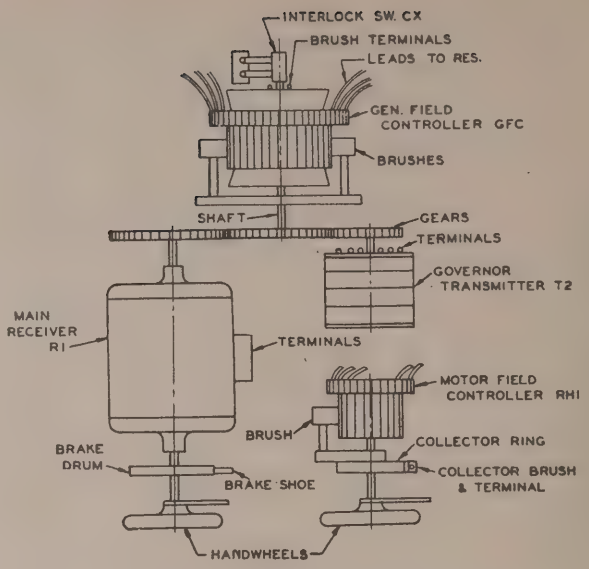
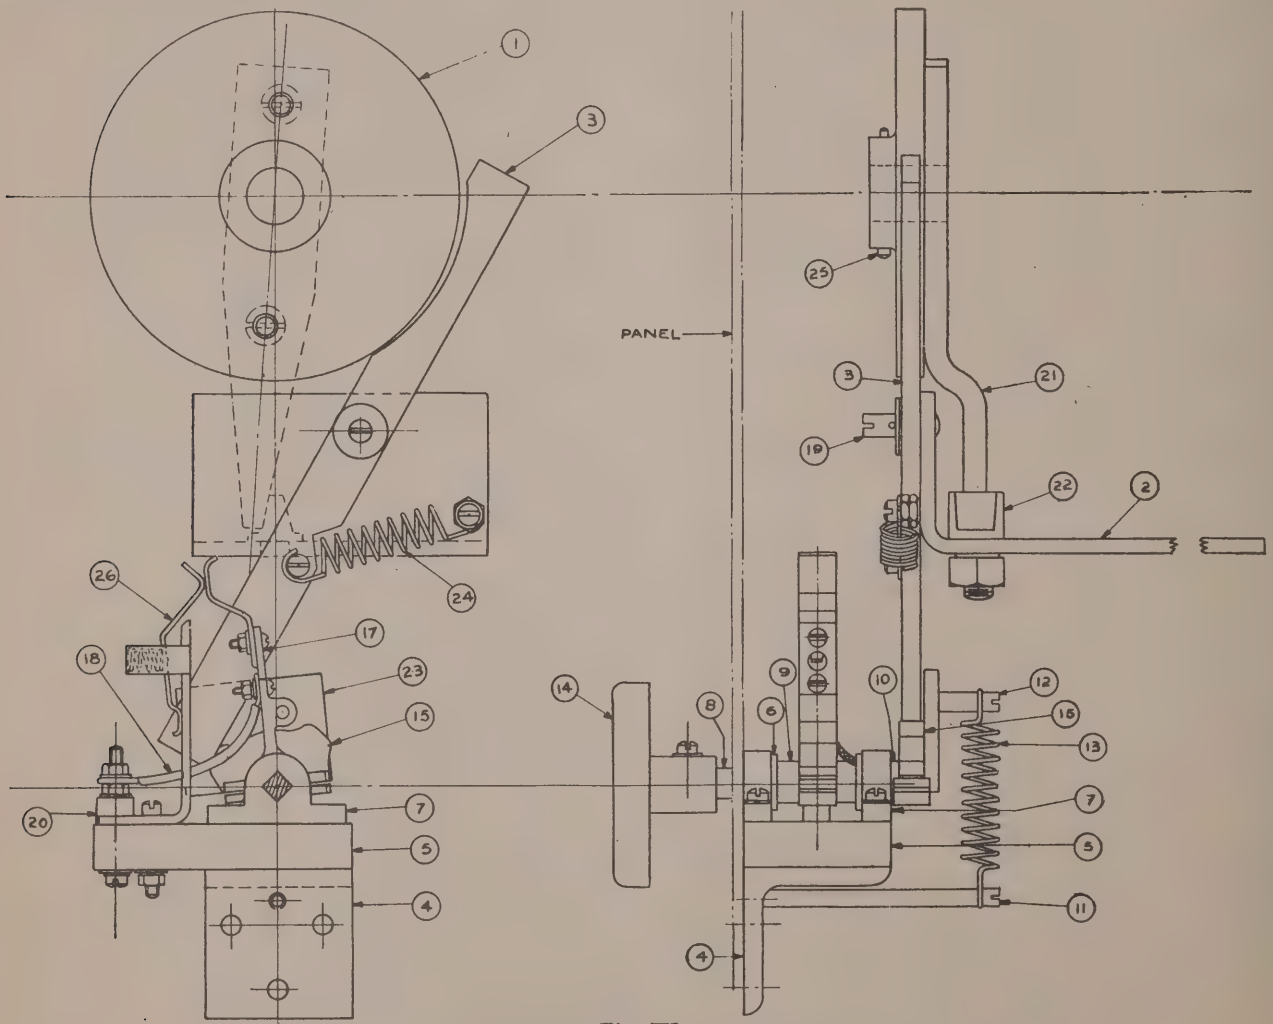

Fig. 3X
Fig. 7X
On the front of the panel near the top are two handwheels (7) and (8). Handwheel (8) operates the motor field controller which is described under sub-section, "Motor Field Controller." Handwheel (7) operates the speed controller which consists of the generator field controller and the transmitter for the engine governor receivers. Referring to Fig. 3X, the main receiver, for remote control operation, is in tandem with the speed control handwheel. Then, by means of gears, the speed control handwheel shaft is connected to a generator field controller and a transmitter for the engine governor receivers. These units are described under sub-sections, "Generator Field Controller" and "Transmitter."
The selector switch is a two position switch which operates a brake on the speed control handwheel and main receiver shaft as shown on Fig. 3X and Fig. 7X. Referring to Fig. 7X, when the switch is turned to the "Remote Control" position, the contacts are closed and a cam (15) engages the brake shoe (3) against the action of spring (24), thus causing the brake drum (1), on the main receiver shaft, to be free from the brake shoe (3). When the switch is turned to the "Manual Control" position, the contacts are opened and cam (15) disengages the brake shoe (3) to permit the brake shoe to be turned counter-clockwise about its pivot point and exert a pressure against brake drum (1) by means of spring (24). Spring (13) gives the switch a snap action when turning from one position to the other.